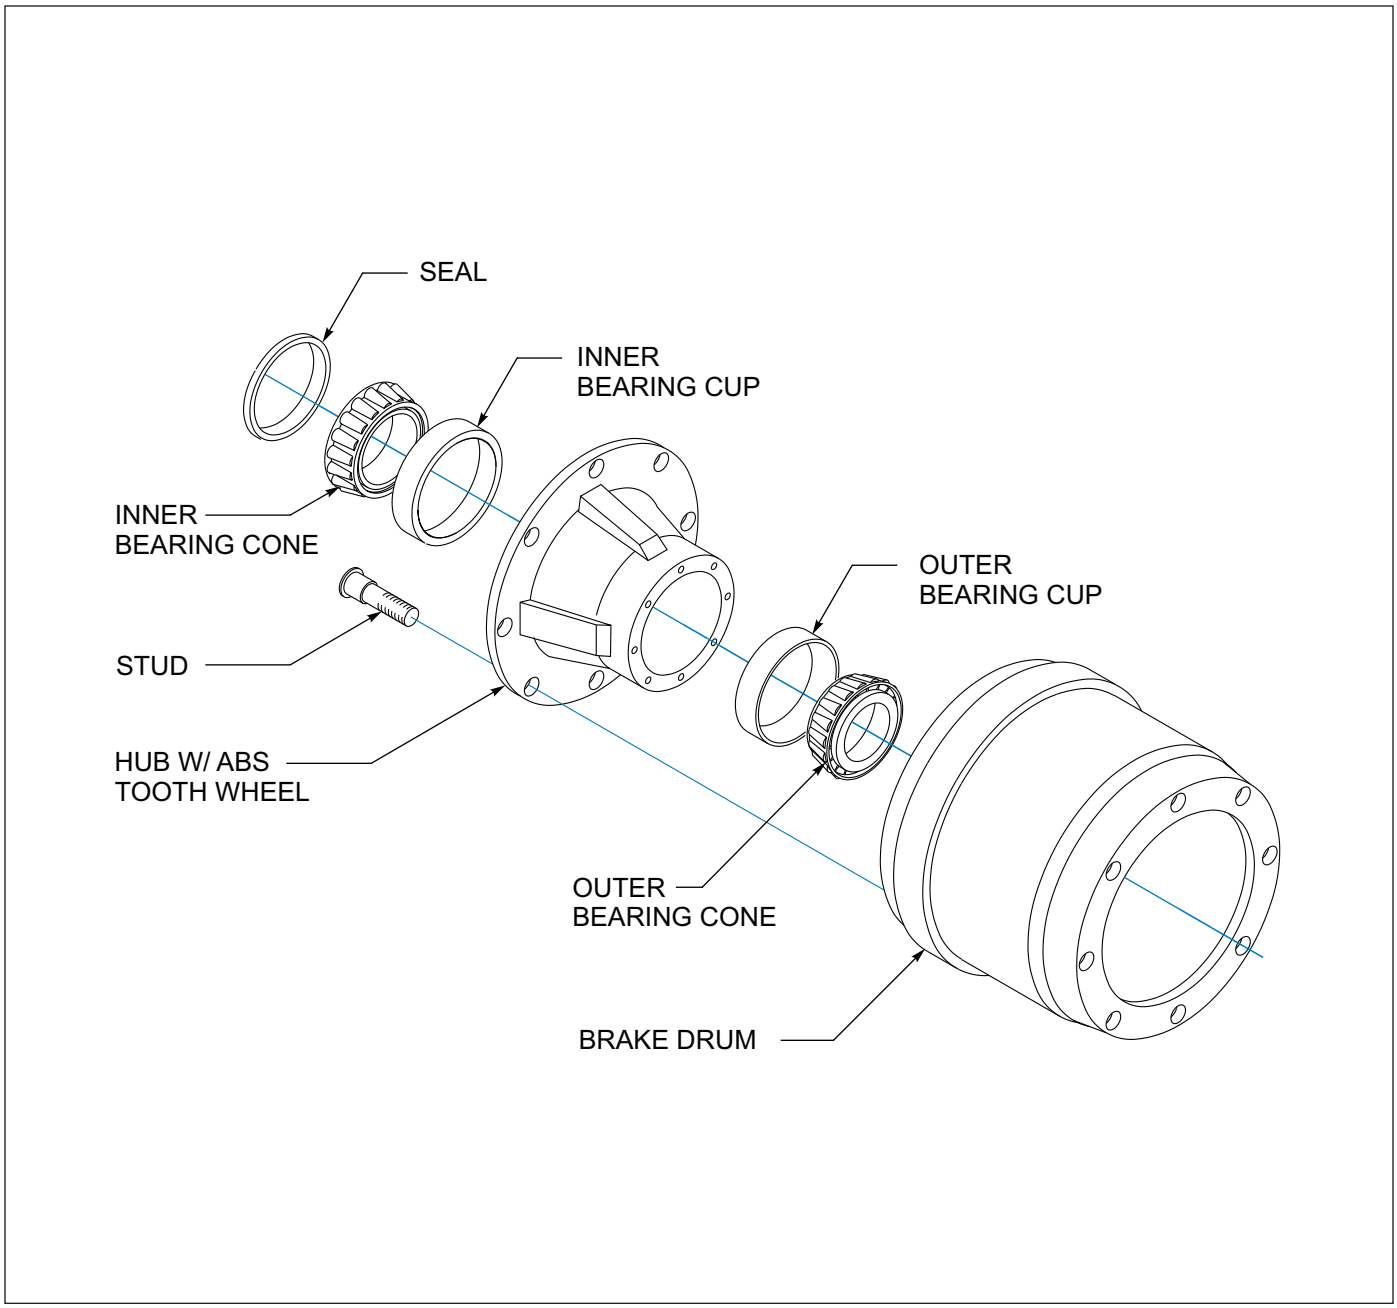

Figure 4-16: Outboard Mount Hub and Drum
4. Replace the hub and drum as follows: **(*See Figure 4-16*.)**
i. Place the drum over the hub and brake shoes being careful not to damage the threads on the studs **(*See Figure 4-16*.)** Make sure the drum seats flat against the hub flange and mates properly with the hub pilot. There should be no interference between the brake drum pilot chamfer and the corner radius on the hub. If interference exists, the hub will not be able to function properly.
k. If studs are marked “R” or “L”, right hand ®) hubs should be installed on the curbside of the vehicle, left hand (L) hubs should be installed on the driver side.